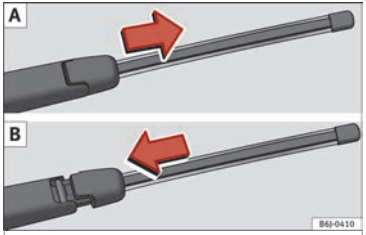

Fig. 93 Extraer y colocar la escobilla del limpialuneta.
- Deslice el adaptador de la escobilla en la dirección de la flecha y retire la escobilla ››› **fig. 93 A**.
- Sitúe la escobilla, tal como se indica en la ››› **fig. 93 B** y deslice el adaptador hasta que encastre.